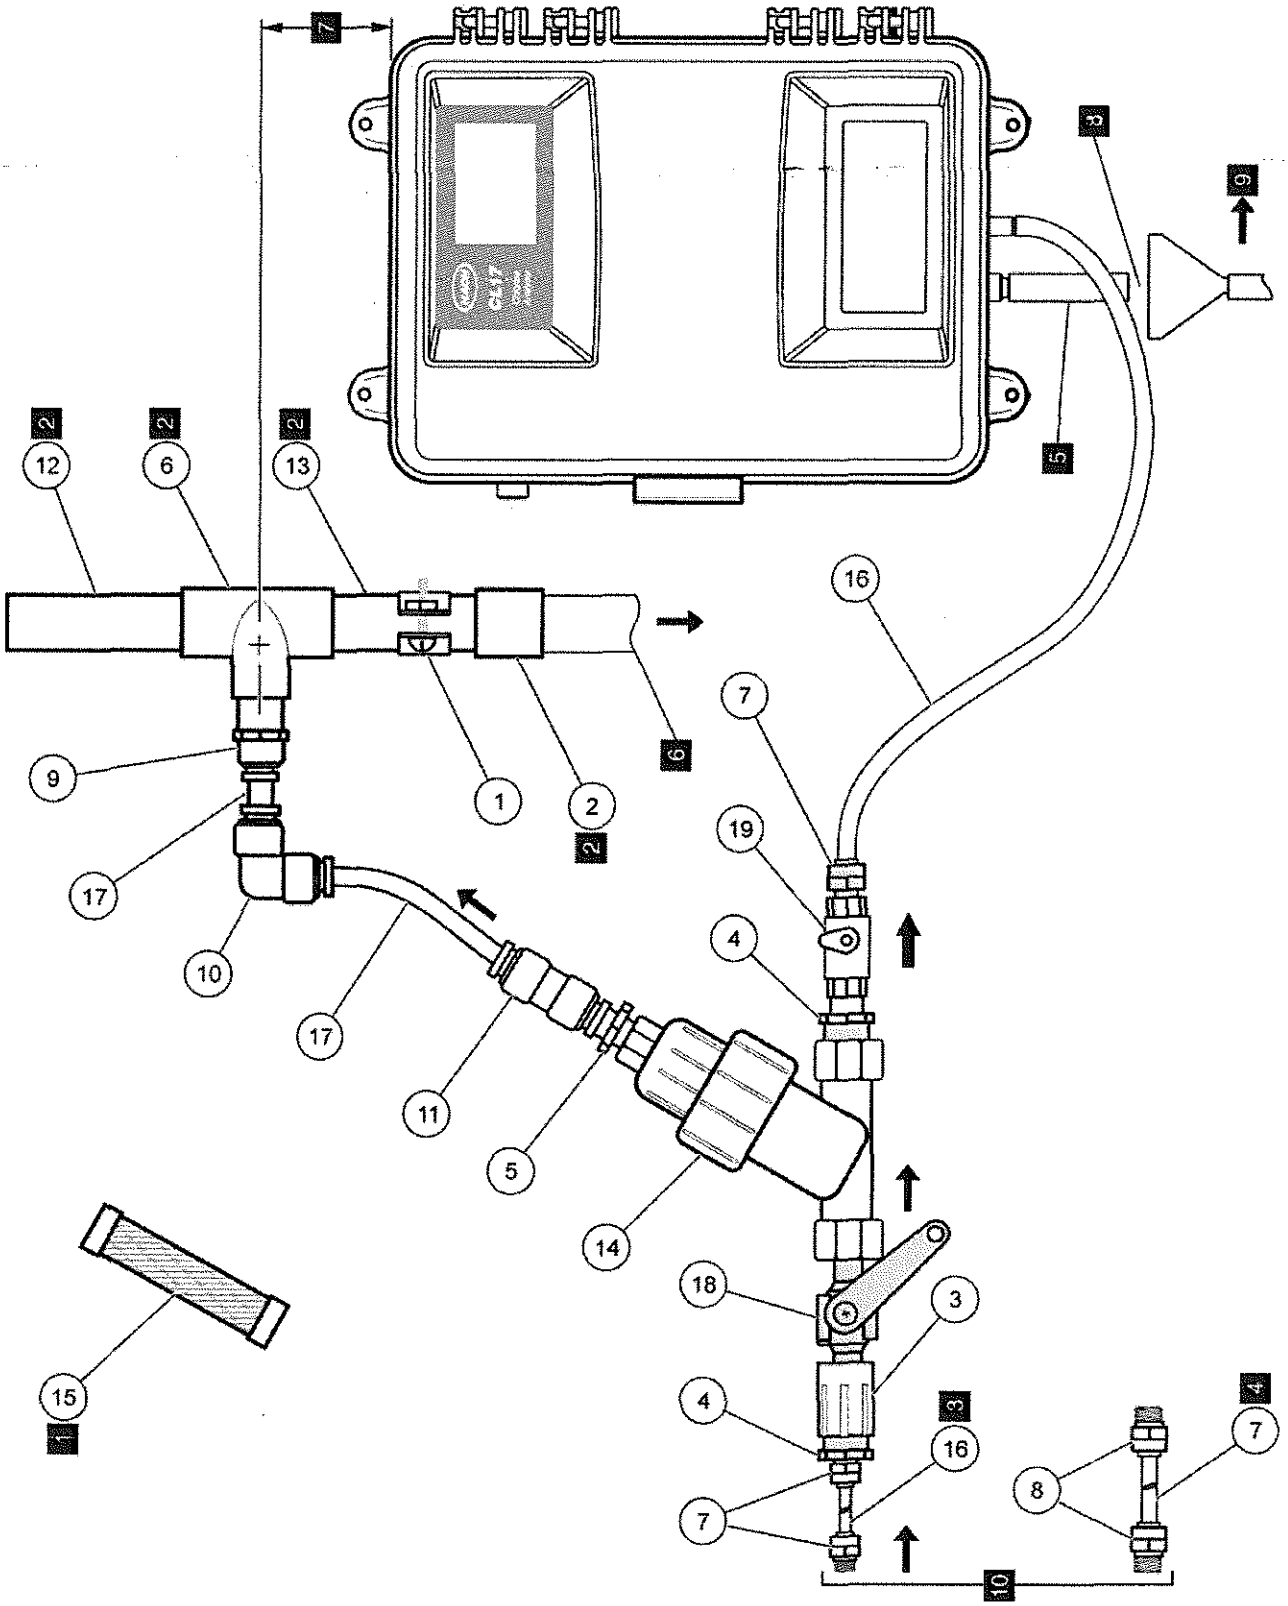

Figure 7 Sample conditioning kit
Mount the centerline of the bypass drain tee two feet above the instrument. Refer to Figure 7. When properly mounted, the vacuum breaker design of the bypass drain tee prevents negative sample pressure and establishes the needed positive sample pressure for sample flow through the analyzer.
Refer to the complete system diagram in Figure 7 and the tips in Table 3 to assemble the components.
Assemble the head height regulator (stand-pipe) and filter as shown in Figure 7. Make sure the sample pressure to the sample conditioning is between 1.5 and 75-psig for proper operation.
1. Set flow by adjusting the ball valve (item 18, in Figure 7). The valve is fully closed when the lever is perpendicular to the valve body and fully open when the lever is parallel with the valve body.
2. Observe the flow in the unfiltered sample bypass (clear tube, item 13 in Figure 7). Make sure the flow is adjusted so there is always bypass flow.
3. Use the ball valve (item 19) to turn off sample flow to the instrument.
Table 1 Sample Conditioning Parts List (refer to Figure 7)
Table 2Sample condition kit parts list notes for Figure 7